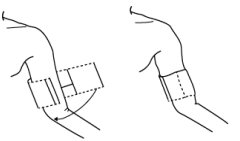

Figura 4.2.1 Aplicação da braçadeira
2. Aplique a braçadeira no braço do paciente seguindo as instruções abaixo (Figura 4.2.1).